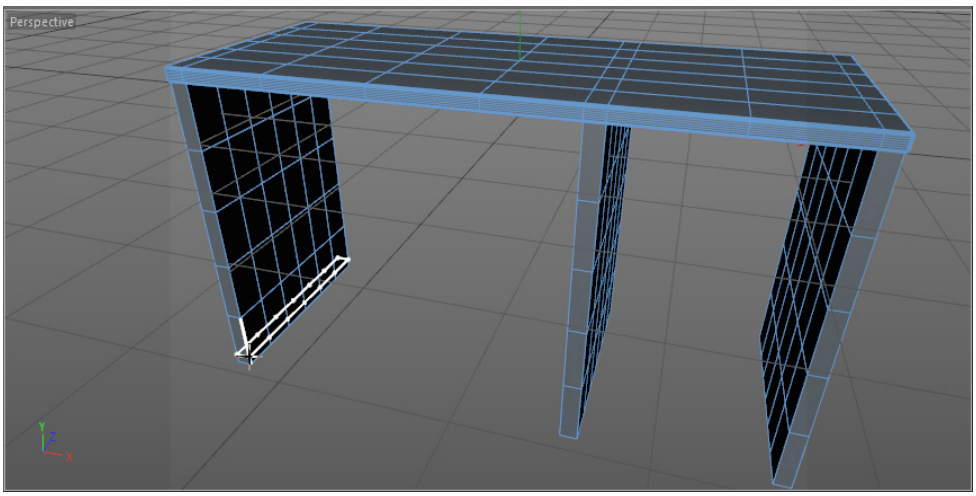

Figure 3-18 *Clicking on edge to create a new edge loop*
2. Make sure the **Enable Snap** tool is deactivated in the Modes Palette. Next, click at a point, refer to Figure 3-18; a new edge loop is added to *Computer table*.